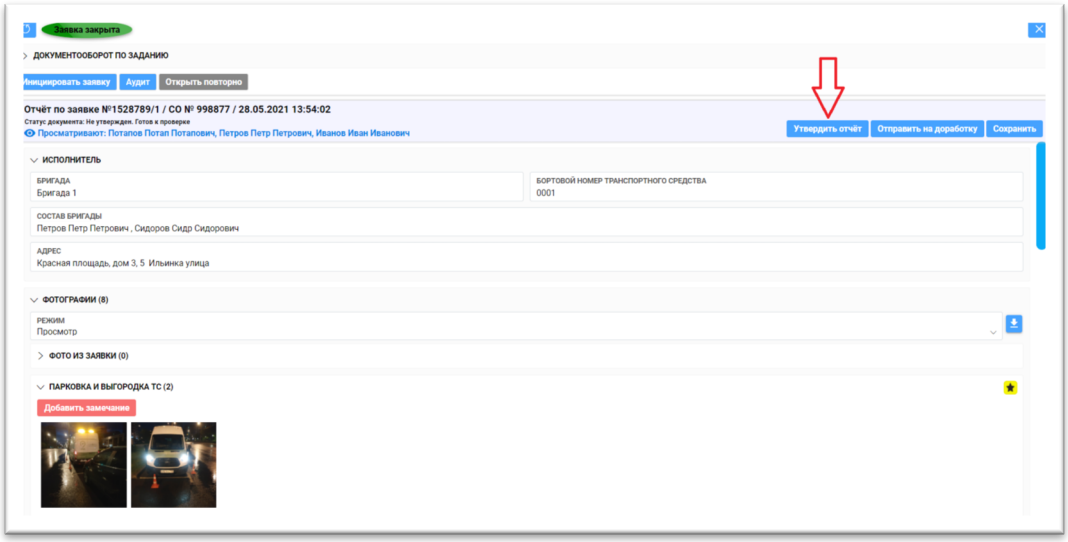

Рисунок 109
- Цикл заканчивается после утверждения отчёта (Рис. 109)